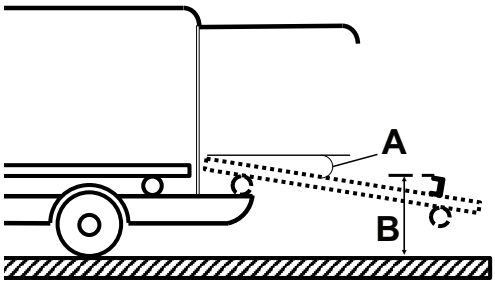

Figur 14 – Specifikationer for gribeplade og indladningsbakke
- Vinklen (A) på indladningsbakken må ikke overstige 16° (Figur 14)
- Højden (B) fra toppen af gribepladen til jorden er mellem 28,0” (71,1 cm) og 29,4” (74,7 cm) (Figur 14)